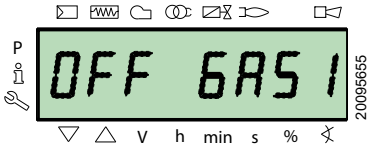

**Abb. 45**
– Gasbetrieb “**OFF GAS1**” (Abb. 45)